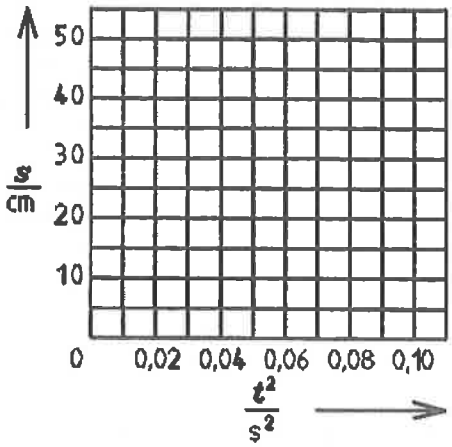

Fig. 3
1. Calculer t^2 et reporter les valeurs dans le tableau. On établit un diagramme de s/t^2 (fig.3).